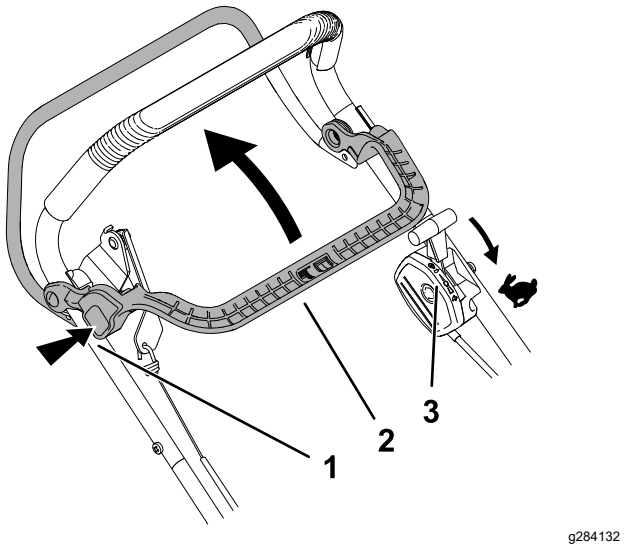

Figur 16
1. Kontrollera att gasreglaget är i det SNABBA LÄGET (Figur 16).
2. Tryck på knivbromskopplingen och dra spaken för knivbromskopplingen bakåt mot handtaget (Figur 16).